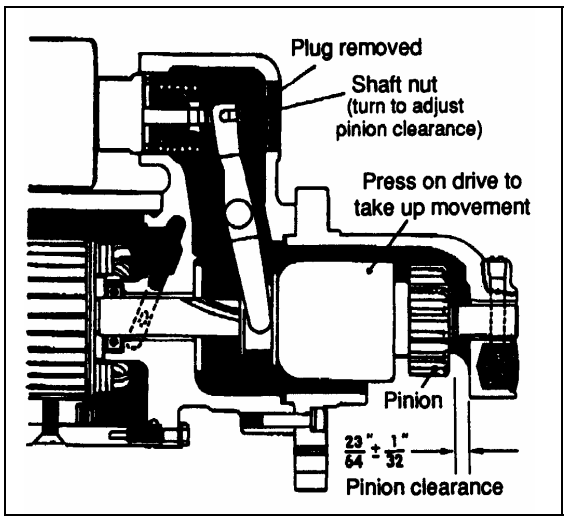

FIGURE 50: PINION CLEARANCE 06085
Pinion clearance should be checked after reassembly of motor to ensure the clearance is within specifications. To check pinion clearance (starter off engine), first disconnect the motor field connector from the solenoid motor terminal. Connect 24 volt battery with the positive battery lead to the solenoid switch terminal (5), and the negative battery lead to the grounded (G) solenoid terminal. Momentarily flash a jumper lead from the solenoid motor terminal to the grounded (G) solenoid terminal. The pinion gear will now shift into cranking position and remain that way until the battery is disconnected. Push the pinion or drive back towards the commutator end to eliminate slack movement. Measure the distance between pinion and pinion stop. This should be 23/64" ± 1/32" (9,5 mm ± 0,79 mm). Pinion clearance is adjusted to these limits by turning the solenoid shaft nut after removing access plug in shift housing. See figure 50.